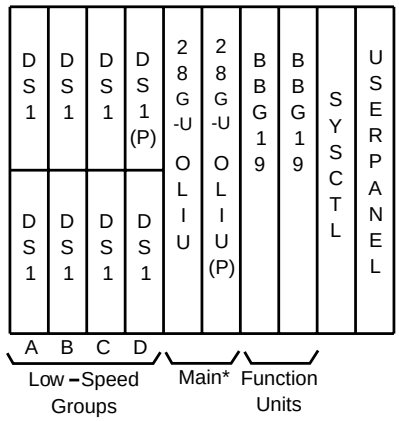
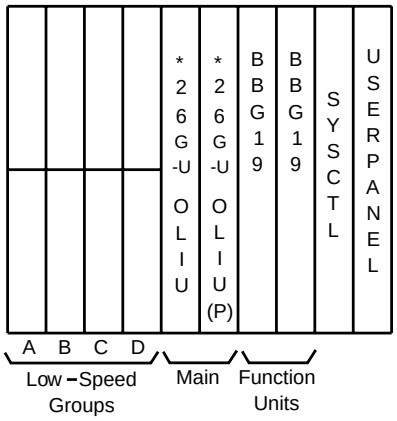

Figure 3-28. DDM-2000 FiberReach DS3 Data Services Application
Figure 3-29. DDM-2000 FiberReach with OC-1 Optics in Main Slot Providing Data Services
Protected DS3 access is available by using the BBG4(B) in the Function Unit slots of Figure 3-28. DS3 access is through BNC connectors on the rear of the FiberReach shelf.
Figure 3-28 shows an example of BBG19 (DS3) Data Services Interface application. Figure 3-29 shows an example with OC-1 optics in the Main providing Data Services.